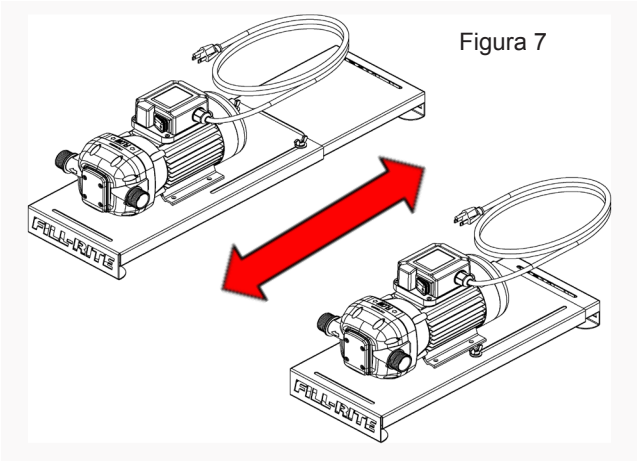

Figura 7
1. Ajuste el juego de tambor para que se adapte a un tambor de 114 a 208 litros (30 a 55 galones); para ello, desbloquee ambas tuercas de mariposa y el soporte deslizante para ajustarlo al diámetro del tambor (Figura 7).